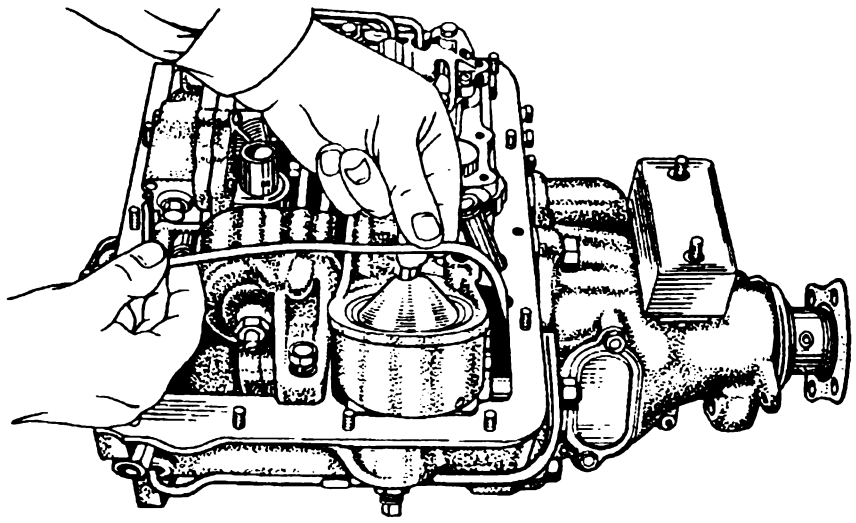

Рис. 92. Снятие трубки маслопровода
6. Снимите трубку маслопровода (рис. 92).